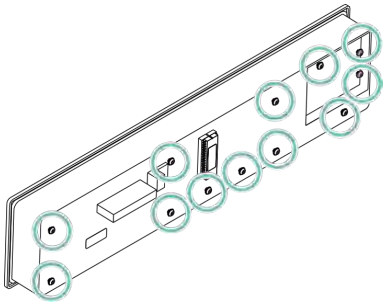

Fig. 49: Loosening the screws of the control panel board
7. Unscrew the 12 internal hexalobular screws (T1) of the control panel board and lift up the board carefully (*Fig. 49*).
10. Carefully insert the board and insert all internal hexalobular screws (T1) of the control panel board (*Fig. 49*) and firmly tighten.